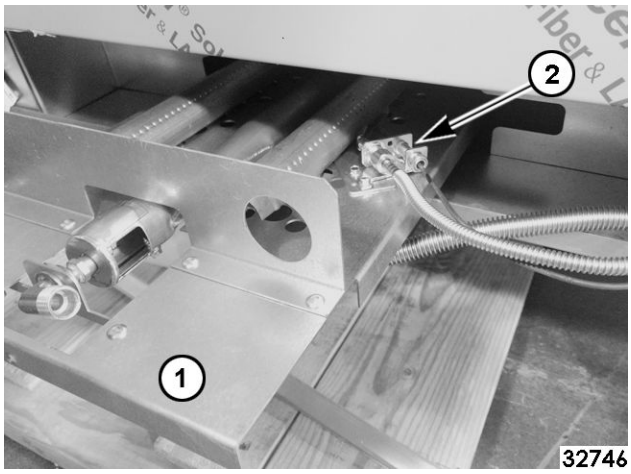

**Fig. 47**
6. Pull burner drawer box (1, Fig. 47) out from the oven.
7. Remove pilot assembly (2, Fig. 47) from oven deflector.